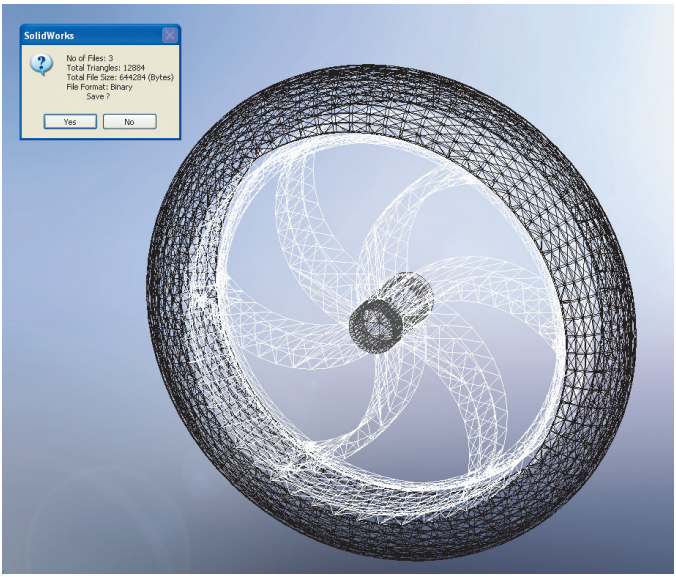

Figure 6: Save confirmation message—for saving a model assembly
9. In the confirmation message, click **Yes** (see figures 6 and 7).